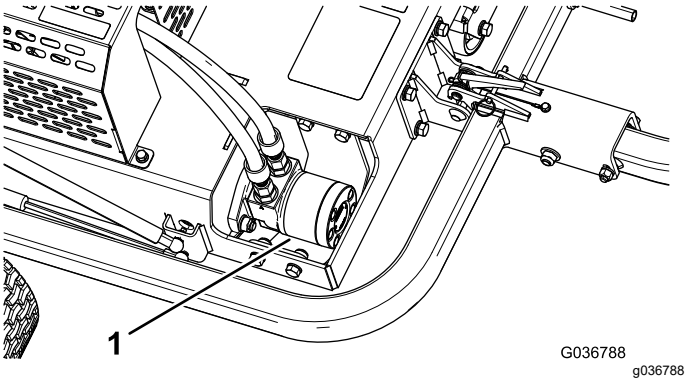

Rysunek 41
3. Oczyść obszar wokół silnika hydraulicznego, usuwając z niego ziemię i zanieczyszczenia (Rysunek 41).